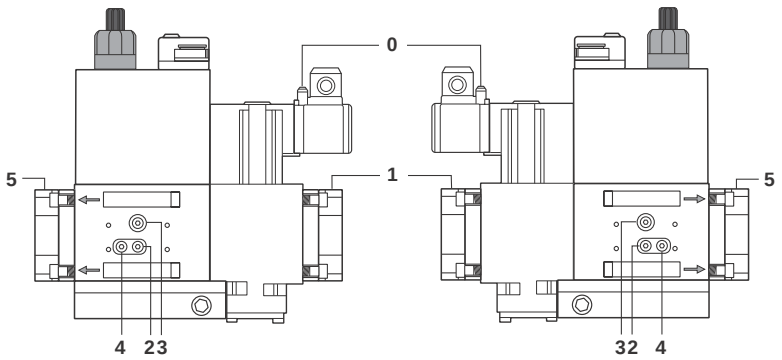
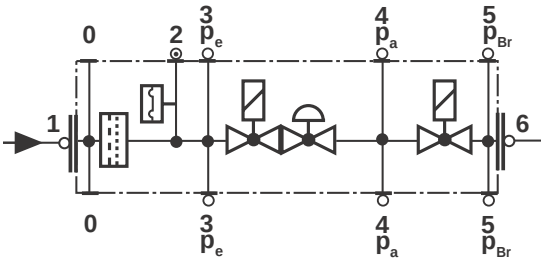

Fig. 30
Fig. 31
- Change the filter if the pressure difference between pressure connection 1 and 2 (Fig. 30-Fig. 31) Δp> 10 mbar.
- Change the filter if the pressure difference between pressure connection 1 and 2 (Fig. 30-Fig. 31) is twice as high compared to the last check.